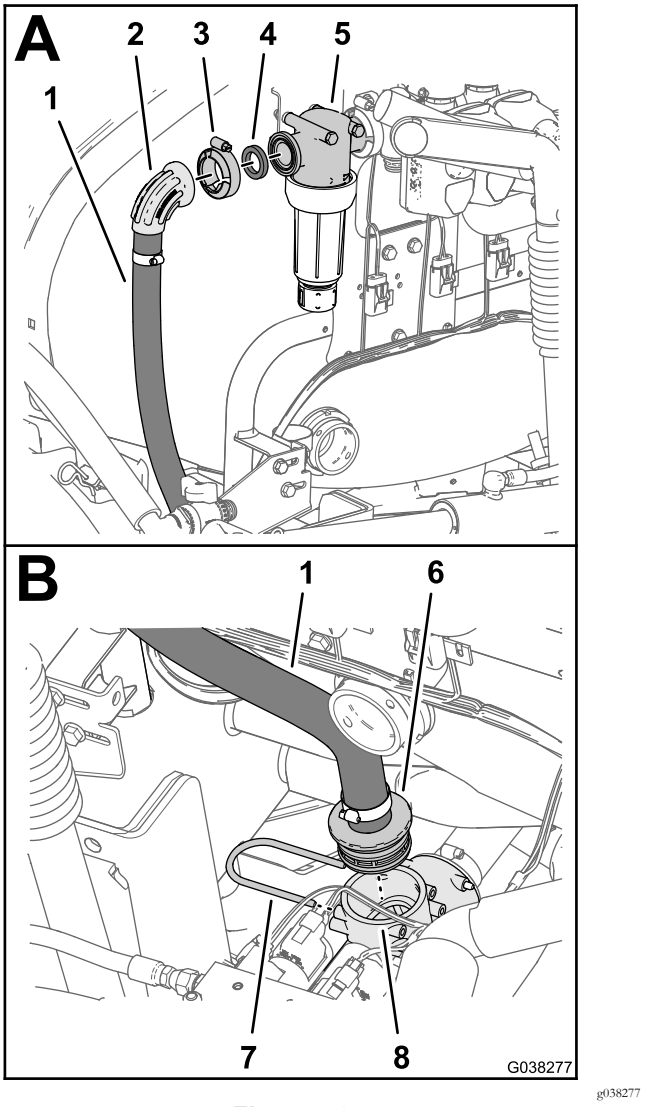

Figura 70
1. Alinhe o cotovelo flangeado de 90° do tubo de fornecimento do pulverizador (2,5 x 73 cm) com uma junta (1 pol. x 1⅜ pol.) com a flange da cabeça do filtro (Figura 70).
2. Monte sem apertar o tubo de fornecimento do pulverizador e a junta na cabeça do filtro (Figura 70) com um grampo flangeado – 40 a 64 mm.
4. Monte a união estriada reta no tubo de fornecimento do pulverizador na união em T dianteira esquerda (Figura 70).
7. Aperte o grampo flangeado que prende o cotovelo estriado de 90° do tubo de fornecimento do pulverizador à cabeça do filtro (Figura 70).